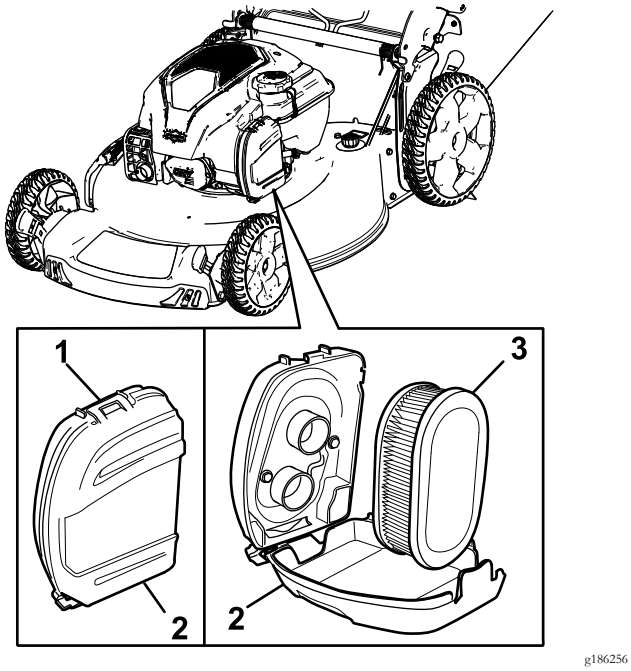

**Rysunek 27**
1. Odepnij górę pokrywy filtra powietrza (Rysunek 27).
2. Wyjmij filtr powietrza (Rysunek 27).